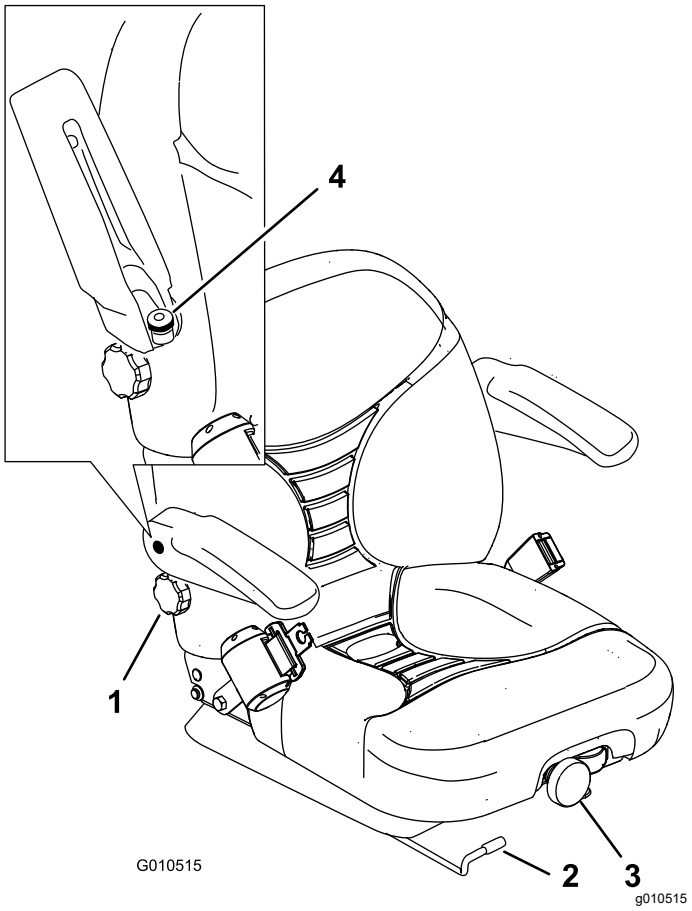

Figur 34
1. Flytt spaken sidelengs for å låse opp setet (Figur 34).
Hvis du vil justere setet, dreier du den fremre knotten enten til høyre eller venstre for å gi best mulig komfort (Figur 34).
Drei knotten under det høyre armlenet i begge retninger for å gi best mulig komfort (Figur 34).
Hev armlenet og drei knotten enten til høyre eller venstre for å gi best mulig komfort (Figur 34).